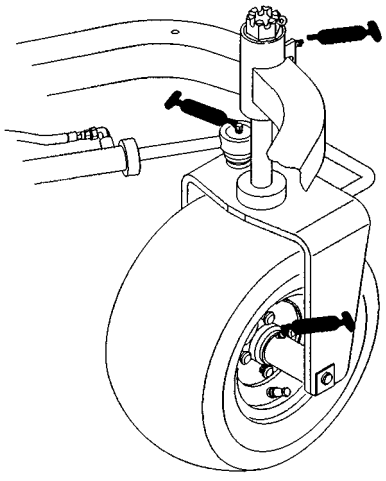
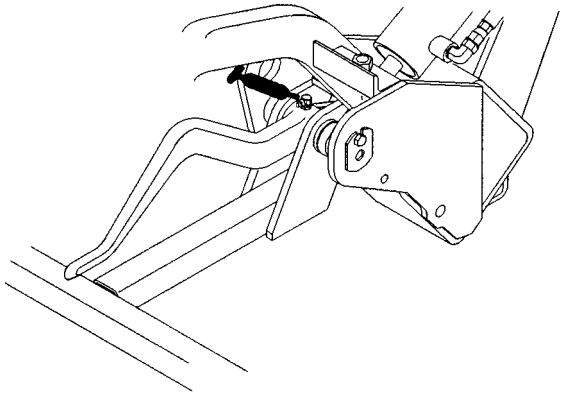

Figure 19
Figure 20
The traction unit bearings and bushings that must be lubricated are: Rear wheel hub (1), Castor bearing (1), Steering cylinder (2) (Fig. 19), Lift arms (3) (Fig. 20), Traction pedal pivot (1)